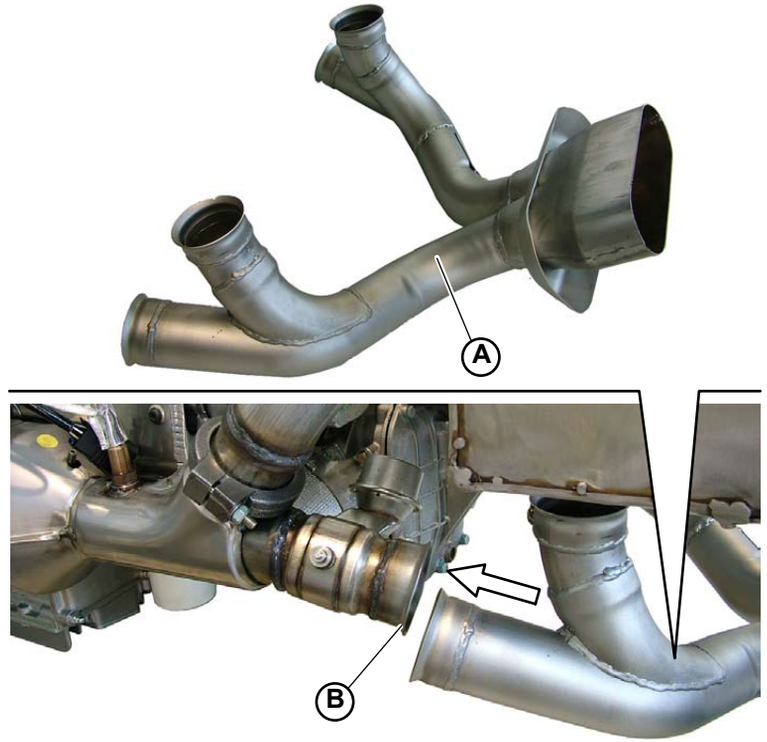

Fig.3
1. Position the 2 exhaust terminals (**A-Fig.3**).
2. Secure the 2 exhaust terminals to the silencer (**B-Fig.3**) using the 2 clamps.